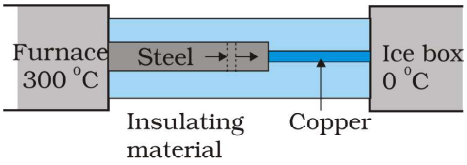

Fig. 11.15
▶ ***Example 11.6*** What is the temperature of the steel-copper junction in the steady state of the system shown in Fig. 11.15. Length of the steel rod = 15.0 cm, length of the copper rod = 10.0 cm, temperature of the furnace = 300 °C, temperature of the other end = 0 °C. The area of cross section of the steel rod is twice that of the copper rod. (Thermal conductivity of steel = 50.2 J s^{-1} $m^{-1}K^{-1}$; and of copper = 385 J $s^{-1}m^{-1}K^{-1}$).